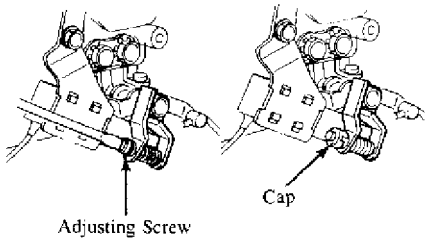

Fig. 6: Throttle Sensor Adjusting Positions
* Remove the cap from the adjusting screw. See Fig. 6.